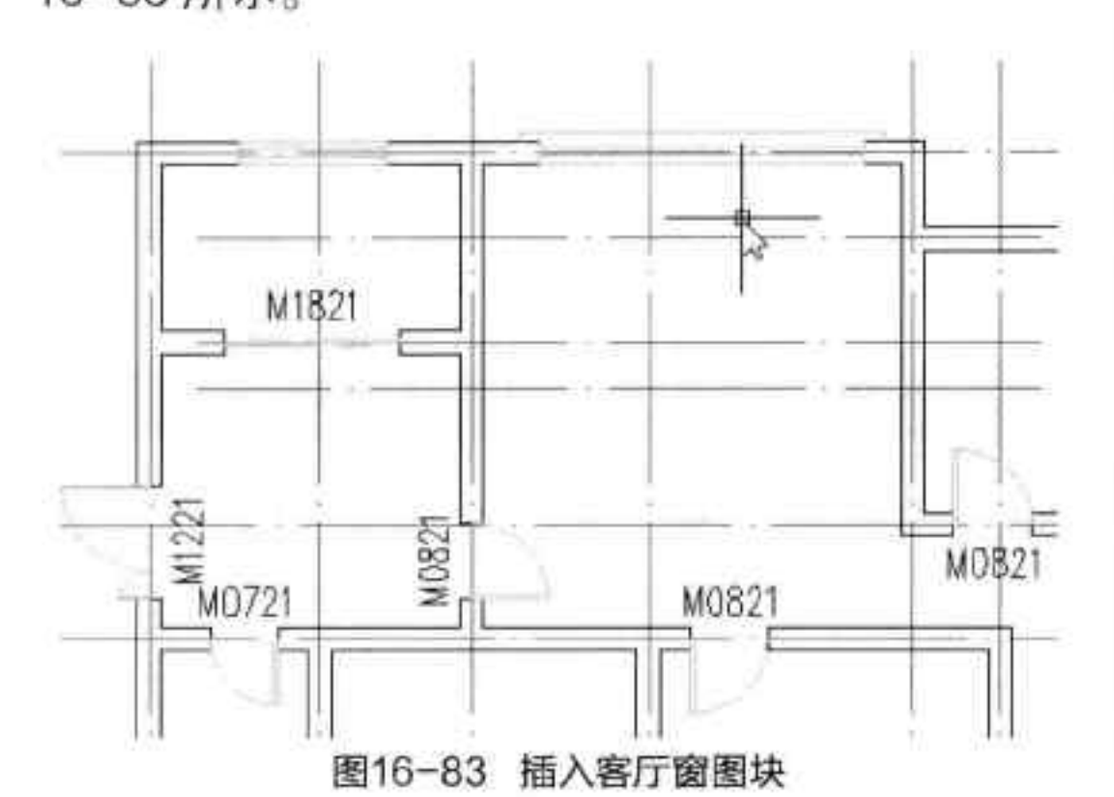

图16-83 插入客厅窗图块
Step 19 设置好后，在绘图区域中，指定好窗位置即可完成客厅窗图块的插入操作，如图 16-83 所示。